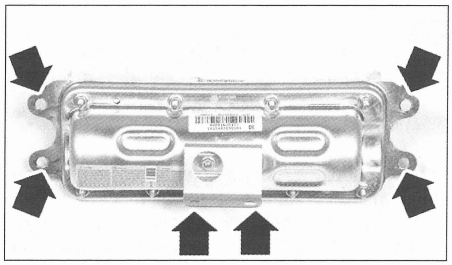

FIG. 10
- los 6 tornillos de fijación del módulo de airbag de pasajero **(fig. 10)**.